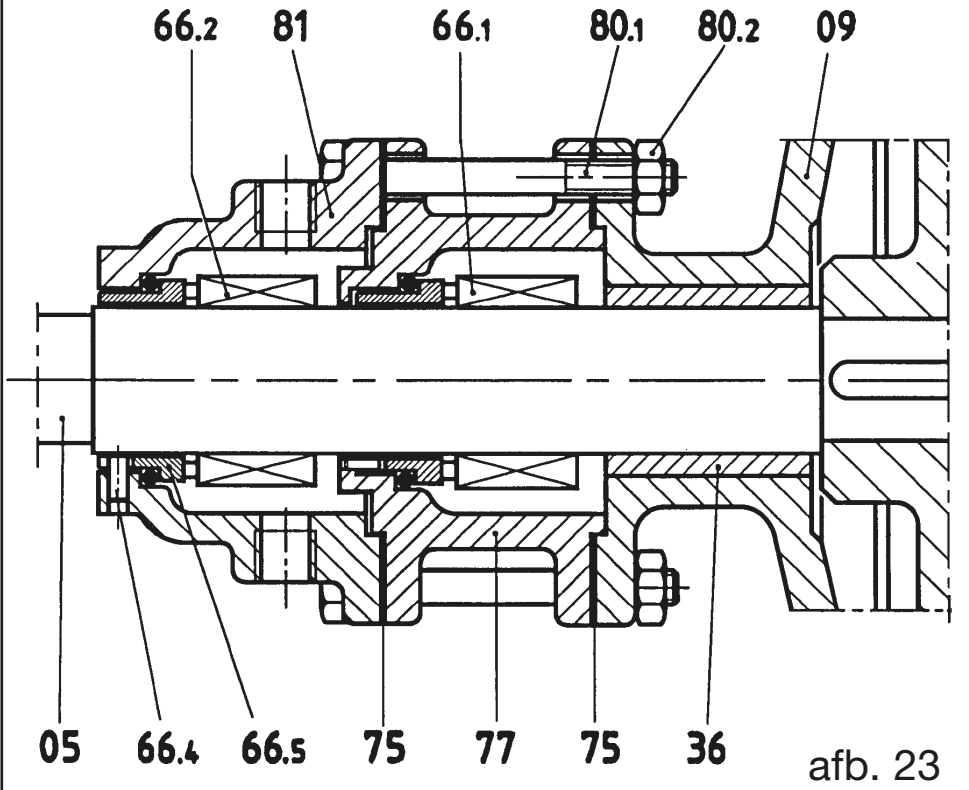

afb. 23
12.6 Montage van de dubbele mechanische afdichting ST7 (afb. 23)